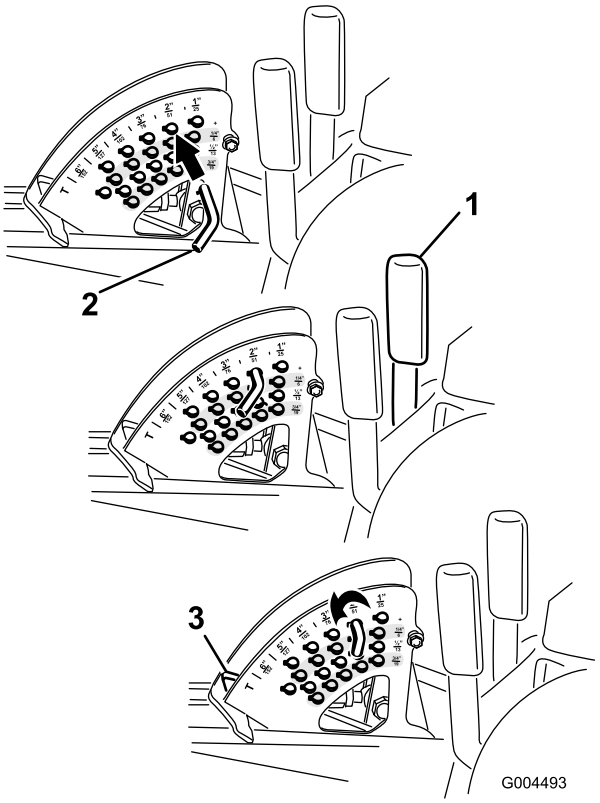

Figuur 21
Opmerking: Om het maaidek te vergrendelen in de opgeheven positie, moet u het maaidek boven de maaihoogtestand van 15 cm opheffen, de aanslagpen voor de maaihoogte verwijderen (zie Maaihoogte instellen) en de pen in de 15 cm stand plaatsen (Figuur 21).
1. Laat de motor lopen, trek de hefhendel naar achteren totdat het maaidek volledig is opgeheven, en **laat de hendel dan onmiddellijk los** (Figuur 21).
2. Om de maaihoogte in te stellen, moet u de aanslagpen draaien totdat de rolpen daarin op een lijn staat met de gleuven in de openingen in de maaihoogtebeugel, en verwijderen (Figuur 21).
3. Kies de opening in de maaihoogtebeugel die correspondeert met de gewenste maaihoogtestand, en steek de pen daarin (Figuur 21).
Opmerking: Er zijn vier rijen met openingen (Figuur 21). In de bovenste rij vindt u de maaihoogte die staat aangegeven boven de pen. De tweede rij is voor de aangegeven maaihoogte plus 6 mm. De derde rij is voor de aangegeven maaihoogte plus 12 mm. De onderste rij is voor de aangegeven maaihoogte plus 18 mm. Voor de 15,8 cm is slechts één opening, die zich in de tweede rij bevindt. Hiermee wordt de 15,8 cm stand niet verhoogd.